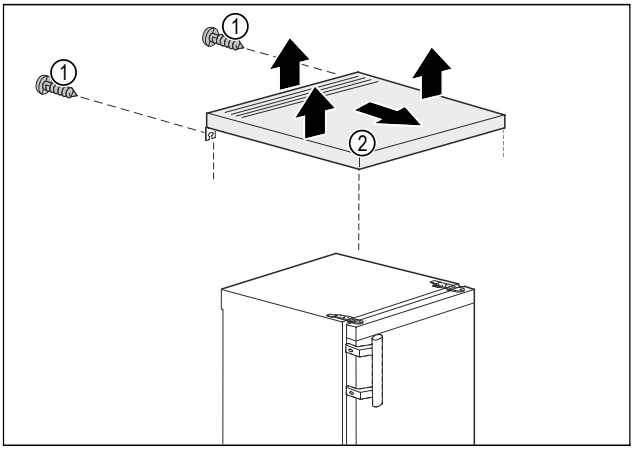

Fig. 3
▶ Poista takapuolella olevat ruuvit *Fig. 3 (1)*.
▶ Nosta pöytälevyä *Fig. 3 (2)* takaa.
▶ Työnnä pöytälevyä *Fig. 3 (2)* eteenpäin.
▶ Ota pöytälevy *Fig. 3 (2)* ylöspäin pois.
▷ Pöytälevy *Fig. 3 (2)* on otettu pois.